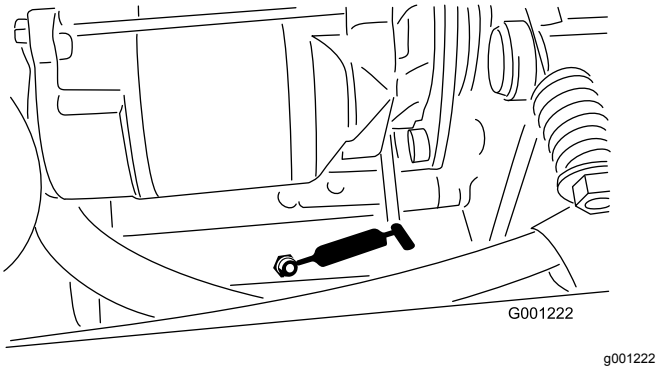

Figur 37
- Spændingsdrejetap til kraftudtag (Figur 37)
- Bageste kraftudtagsleje (Figur 37)